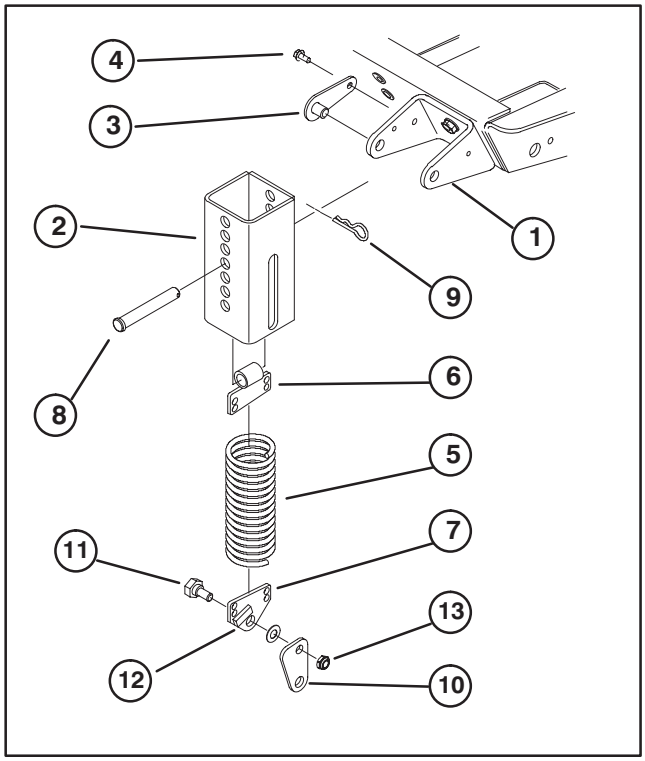

Figure 9
4. Thread the top extension spring coil into the top spring end holes and the bottom extension spring coil into the bottom spring end holes (Fig. 9).
5. Mount knee link to lower spring end with wide part of knee link pointing forward and spring end stop pointing forward. Secure knee link to outer side of spring end with a shoulder bolt, washer and locknut (Fig. 9, 10).
7. Align slotted holes in the spring cover (slot toward the bottom) with the mounting bracket holes. Insert lock pin assemblies into the bracket holes and secure each to the bracket with self–tapping screws (Fig. 9). Torque the screws to 20 ft–lb.
8. From the bottom, insert the spring and top spring end into the spring cover. Select a hole that matches the cutter deck height–of–cut setting; i.e., top cover hole matches the highest height setting, bottom cover hole the lowest, etc. Align the top spring end hole with the selected spring cover holes and insert the clevis pin to secure the spring inside the cover (Fig. 9). Secure clevis pin with a hair pin cotter.